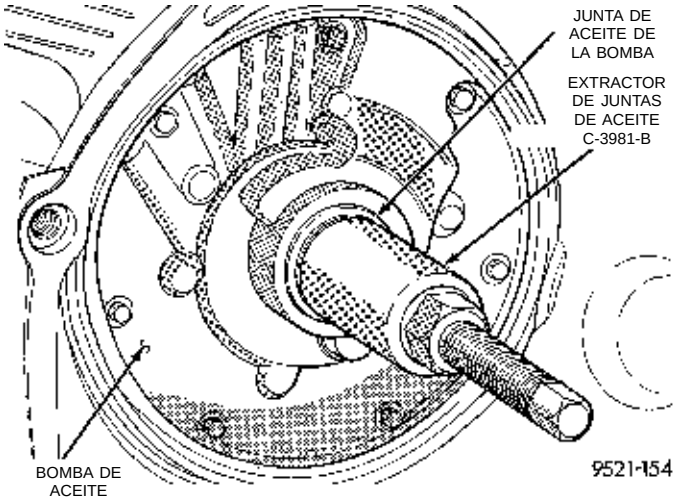

Fig. 44 Extracción de la junta de aceite de la bomba
(1) Atornille el extractor de juntas, herramienta C-3981-B en la junta (Fig. 44), y a continuación apriete la parte enroscada de la herramienta a fin de retirar la junta.